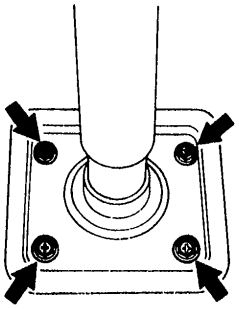

Fig. ST-5 Removing jacket tube bracket securing bolts
5. Remove bolts securing jacket tube bracket to dash panel. See Figure ST-5.